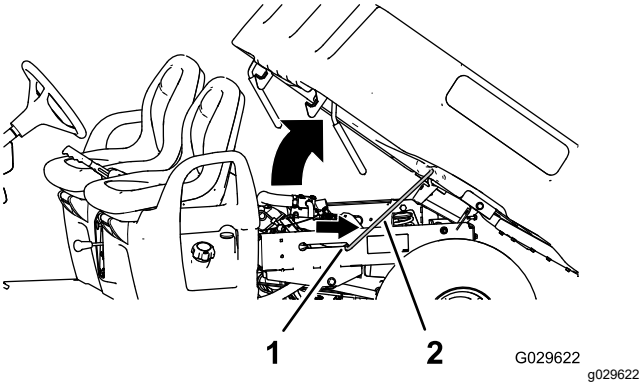

**Figur 15**
2. Trekk støttestangen inn i sperresporet for å feste lasteplanet (Figur 15).
2. Trekk støttestangen ut av sperresporet (Figur 15).
3. Senk lasteplanet til det låses sikkert på plass (Figur 15).